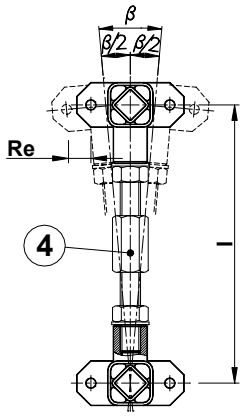

Fig 1
为使用 BT-F 组件制造悬架，我们建议参考在图 1 中所示的简图。这项系统使用一个连接单位 (4)，其首尾端具有用六角形棒车削所获取的相反的螺纹（一个右旋一个左旋）。然后给每个悬架使用活动扳手将一个 BT-F 安装至一个 BT-F S 上，这样可能校准物料滑送槽。
We recommend that you follow the diagram of figure 1 in order to make a suspension with the BT-F elements. This system focuses on the use of a link unit (4) with opposite threaded ends (right-hand and left-hand) obtained by drawing an hexagonal bar. By assembling one BT-F and one BT-F S for each suspension, with a monkey spanner you can level the chute where the material is being conveyed.